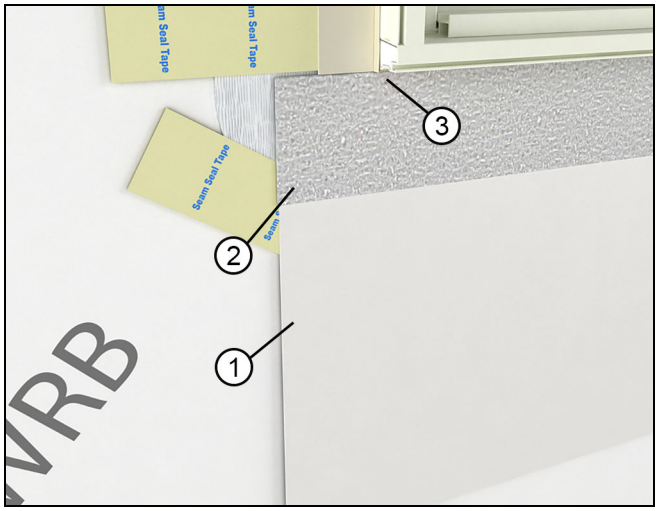

Figure 51
5. OPTIONAL SKIRT: Install an optional "skirt" in applications with exposure to wind driven rain/climate. Use flashing material or a 12" (305) strip of WRB and attach to the sill of the window with seam seal tape or flashing tape. See Figure 51.